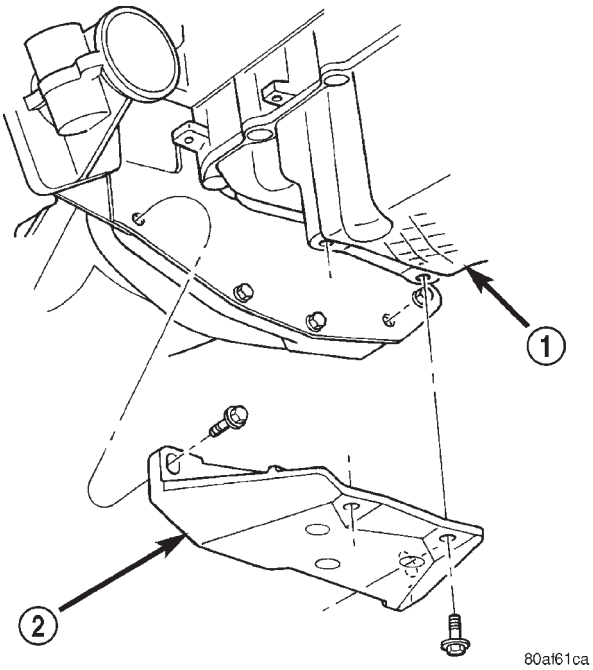

Abb. 23 Manschette—Aus- und Einbau
(2) Manschette zwischen Ölwanne und Getriebe abbauen (Abb. 23).
(1) Manschette montieren (Abb. 23) dabei die Anzugsreihenfolge für die folgenden 3 Schritte beachten: